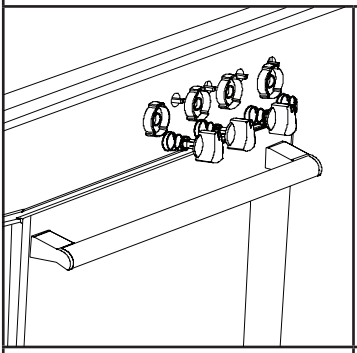

Figure 4
**1.** Put the cooker burners in a low position and pull out the cooker control knobs on the control panel (See figure 4).